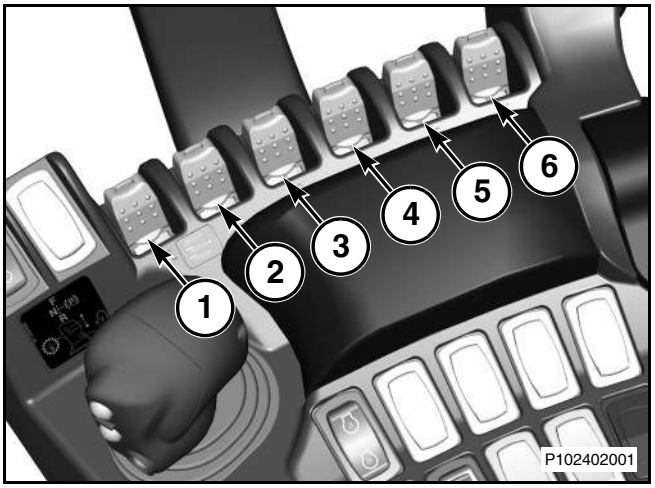

Рис. 38
Рис. 38: Гидравлические клапаны управления управляются рычагами (1), (2), (3), (4), (5), (6), расположенными с правой стороны консоли. Гидравлические клапаны управления выполняют команды оператора, введенные в центр управления трактором. Порядок регулировки изложен в подразделе "Экран управления мощностью" раздела "Центр управления трактором".